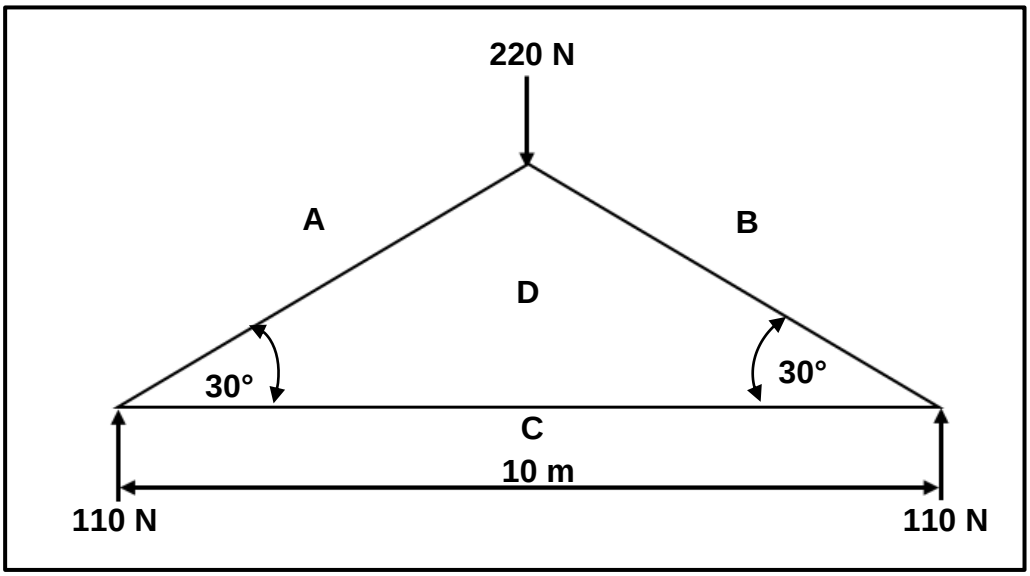

FIGUUR 7.3
7.3 FIGUUR 7.3 hieronder toon 'n dakkap. Bestudeer die diagram en beantwoord die vrae wat volg.